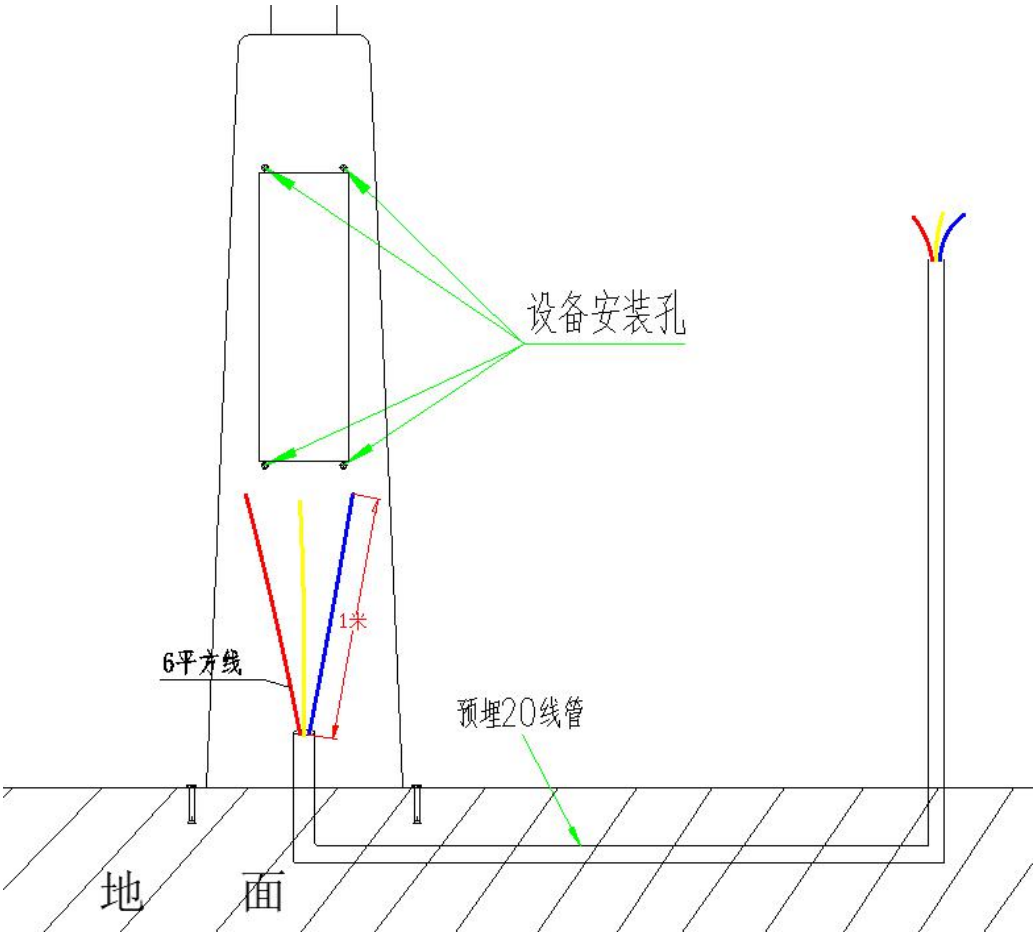

图 7
5、将预留好的电线从灯架中间穿入，在把支架装到膨胀螺丝上固定，如图 7。